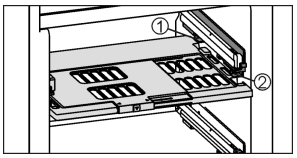

Fig. 13
▶ To insert the humidity control plate: Insert the guide pieces of the plate into the rear retainer *Fig. 13 (1)* from below, then snap the plate into the retainer *Fig. 13 (2)* in the front.